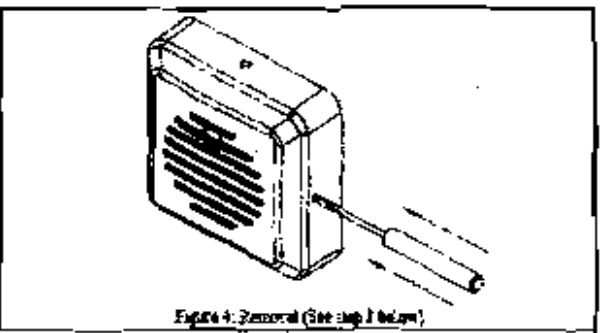

Figure 4: Removal (See step 8 below)
8. To remove the appliance, push a small flat-blade screwdriver into the side opening. The screwdriver must clear the small release opening by ¼" to disengage the snap. Do not pry off housing with the screw driver. Apply pressure with screw driver, inserted in either side opening, as shown in Fig 4 to release the housing.